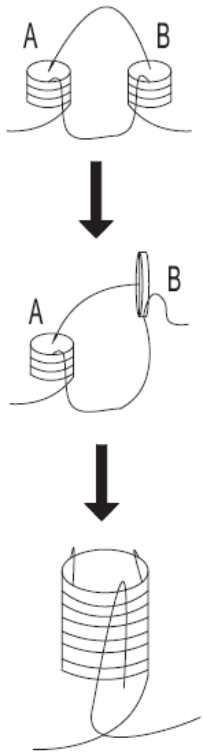

Fig. 3-4-1: Welding cables instruction
b. If extended cable is used, please do as shown in Fig. 3-4-1